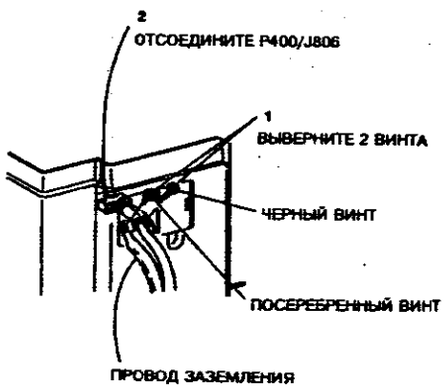

**Рисунок 1. Отсоединение разъемов**
2. (Рисунок 1) Отсоедините электрические разъемы.
*ПРИМЕЧАНИЕ: (Рисунок 1) Для обеспечения доступа к P400/J806 откройте процессор.*